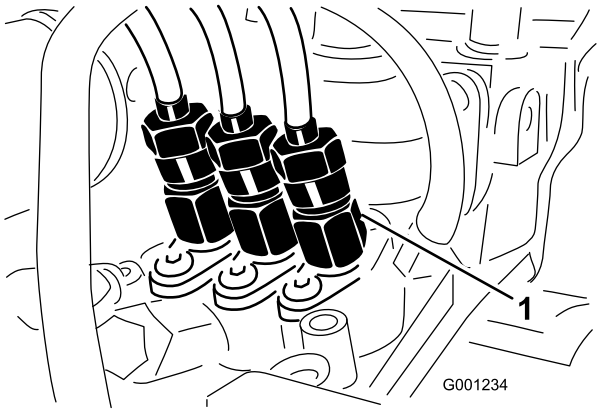

Figur 51
1. Lossa röranslutningen till insprutarmunstycke nr 1 och hållaren vid injektionspumpen (Figur 51).